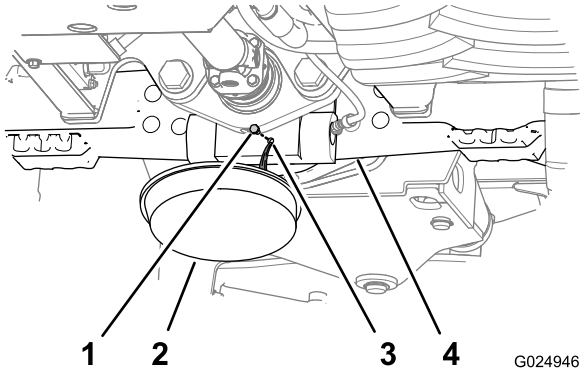
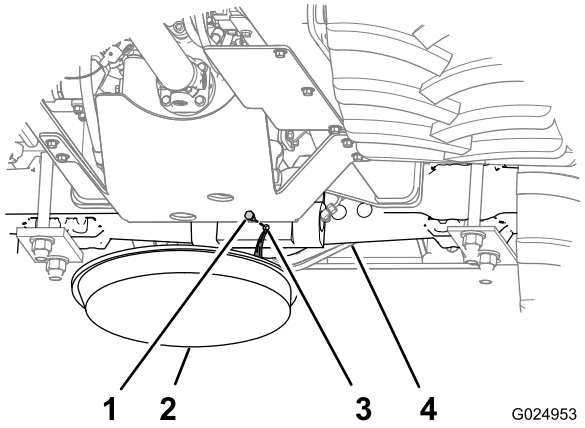

Figure 87
Figure 88
1. Placez un bac de vidange sous le carter des pignons de pont (Figure 87 et Figure 88).
2. Enlevez les bouchons de l'orifice de contrôle et de l'orifice de vidange des carters de pignons des ponts (Figure 87 et Figure 88).